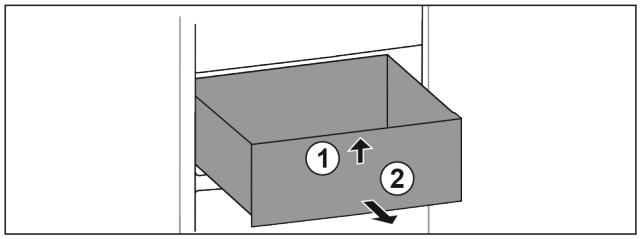

Fig. 131
▶ Приподнимите выдвижной ящик спереди. *Fig. 131 (1)*
▶ Извлеките выдвижной ящик движением вперед. *Fig. 131 (2)*